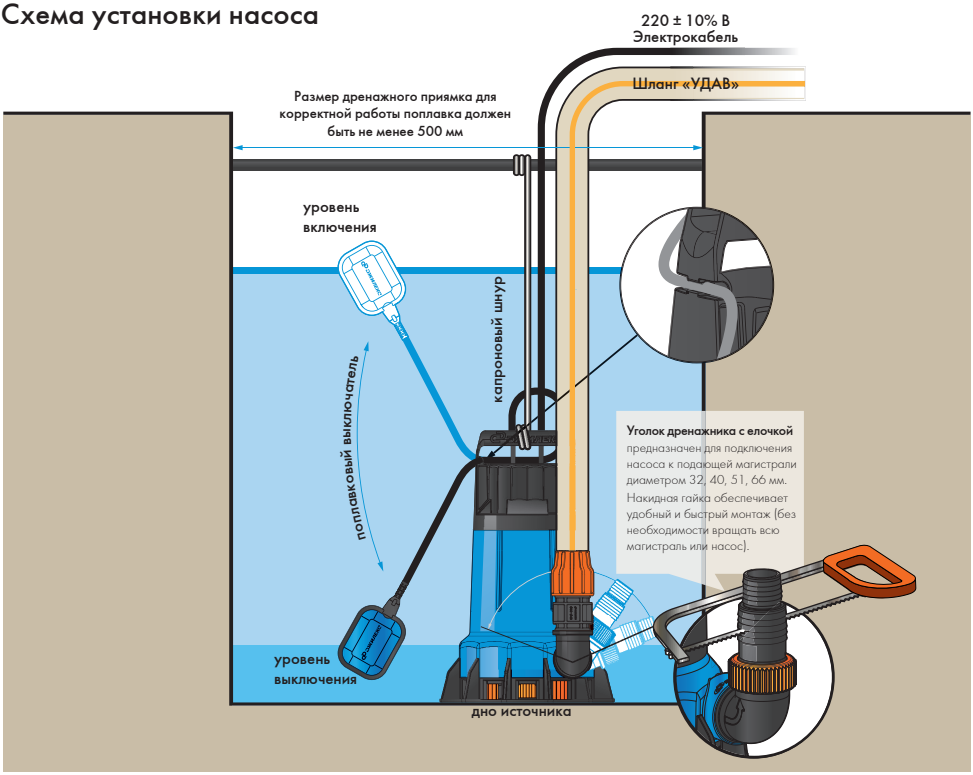

Рисунок 4 (на примере изображен насос 21/1.7).
■ Проверьте отключение насоса в нижнем положении поплавкового выключателя. Отрегулируйте длину шнура (рисунок 4).
■ Подсоедините напорную магистраль. При временной установке используйте гибкие шланги*, при постоянной — полиэтиленовые трубы (ПНД)*. Перед присоединением шланга удалите неиспользуемую часть штуцера (рисунок 4).